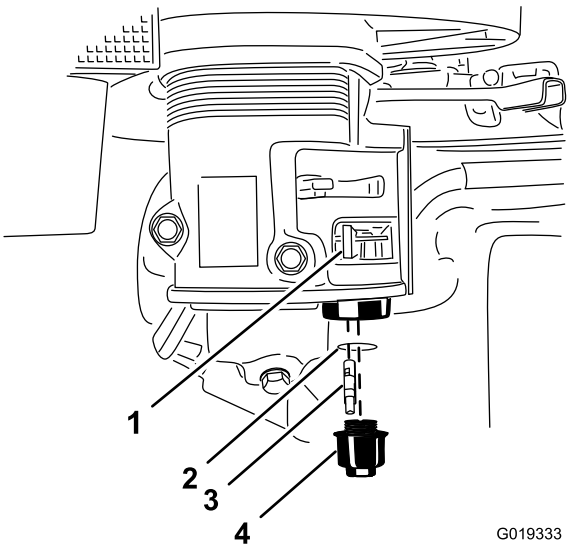

Figure 63
3. Move the lever of the fuel valve to the Off position, all the way to the left (Figure 63).
4. Unscrew the sediment cup (Figure 63).
5. Remove the fuel filter and O-ring (Figure 63).
8. Install the fuel filter in the bottom of the carburetor (Figure 63).